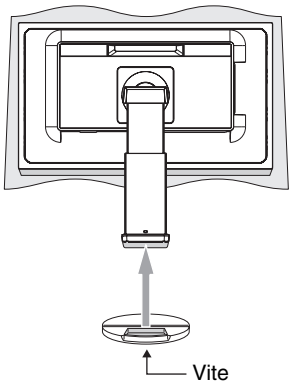

Figura 2
3. Montare la base sul supporto e fissare la vite nella parte inferiore della base (**Figura 2**).